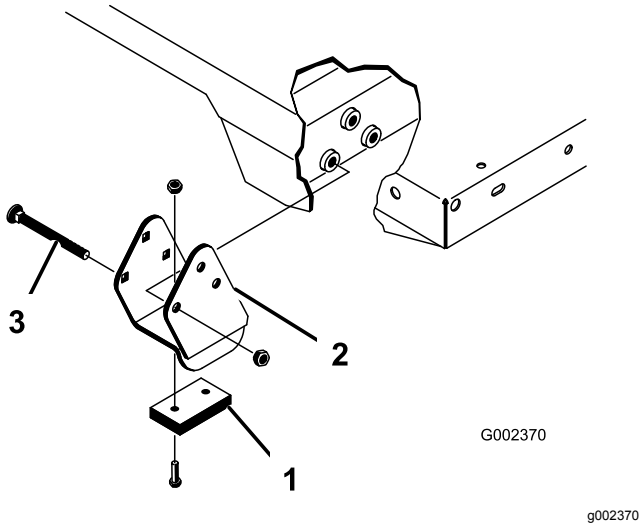

図 32
スペーサブラケットとウェアブロック図 32はキャリッジボルトで固定しますが、このボルトは必ず頭を車両の内側に向けてください。
2. 荷台を慎重に車両フレームの上に載せる 後部にある荷台のピボットプレートの穴とリアフレームチャネル鋼材の穴を揃えて、クレビスピンとリンチピン各2個を取り付ける図 32。
4. クレビスピンは荷台の外側から差し込み、リンチピンが荷台の外側に向くようにする図 32)。